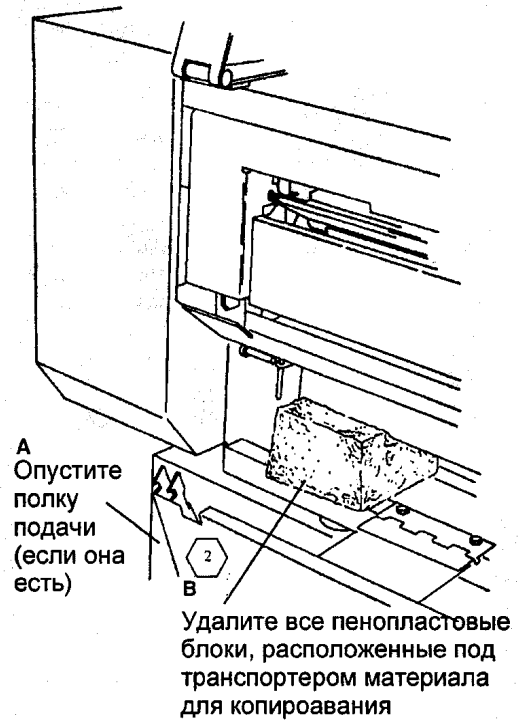

Рис. 1 Удаление пенопластовых блоков
1. (РИС. 1): СНИМИТЕ ПЕНОПЛАСТОВЫЕ БЛОКИ